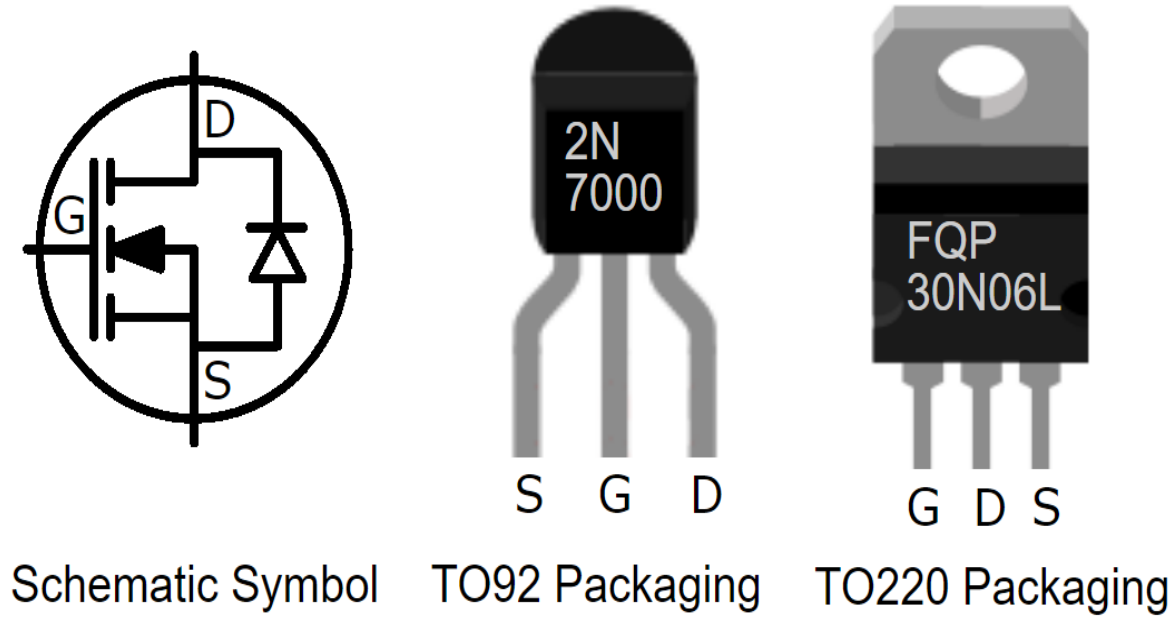

Figure 7.8 – N-Channel Enhancement MOSFET symbol and common package styles
The following exercise will be using a 2N7000, an N-Channel Enhancement Mode MOSFET, as illustrated in *Figure 7.8*. The leg names are ***S***ource, ***G***ate, and ***D***rain. Two different packaging styles are also illustrated, the TO92 and TO220. Notice that the arrangement of the Source, Gate, and Drain legs on the two styles are different:
1. Place the MOSFET into your breadboard, taking care to orientate the component the correct way around regarding the Source, Gate, and Drain legs. Our example layout assumes a 2N7000 MOSFET. Please see *Figure 7.8* if you need help to identify the legs.
In *Figure 7.8*, we also have an illustration of an FQP30N06L. This is a Power N-Channel Enhancement Mode MOSFET capable of driving high amperage loads. It has the following specifications in its datasheet: